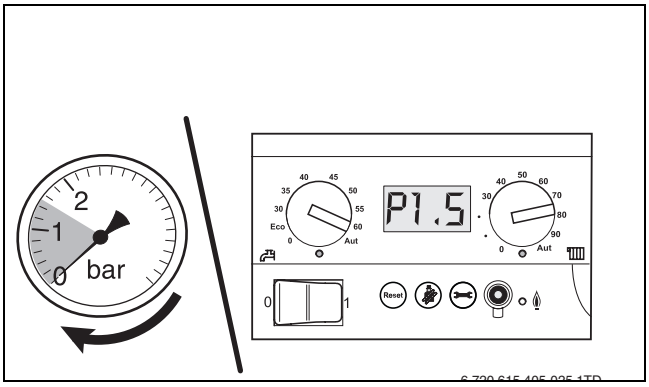

Bild 9 Basiscontroller BC10
- Wasserhahn vorsichtig öffnen und die Heizungsanlage langsam befüllen. Dabei Druckanzeige für den Heizkreis beachten. Den Druck am Bedienfeld (→ Bild 9, Seite 12) ablesen.
- Betriebsdruck auf dem Display des BC10 (→ Bild 9, Seite 12) erneut ablesen. Wenn der Druck unter 1,0 bar liegt, muss die Heizungsanlage, wie oben beschrieben, weiter aufgefüllt werden.